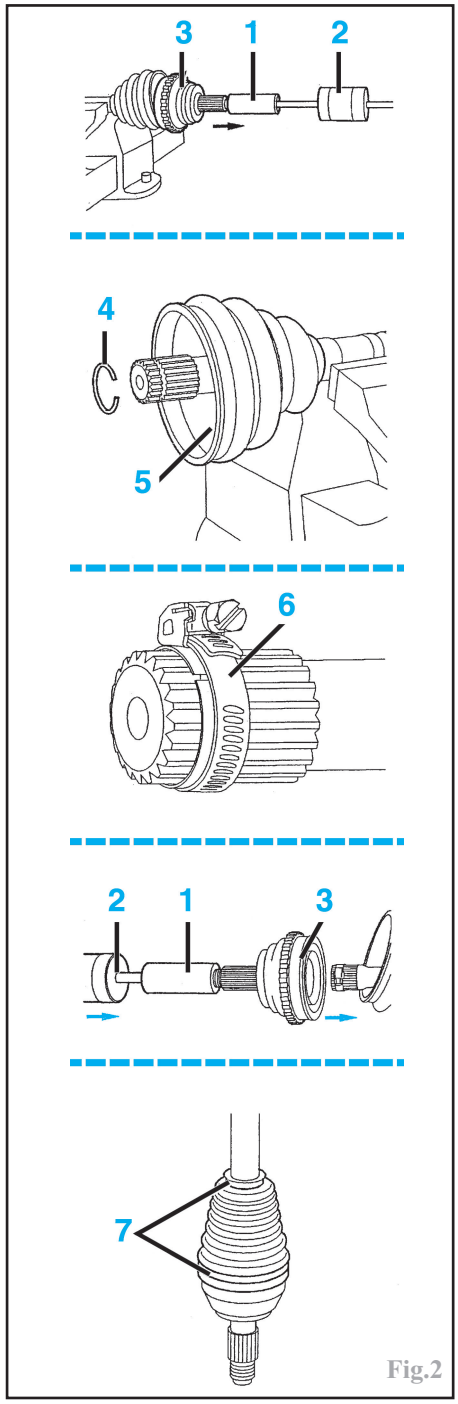

Fig.2
Visser sur la transmission le manchon fileté **Citroën 4083-T** (1) puis sur celui-ci un extracteur à inertie **Citroën 1671-T** (2) (Fig.2).